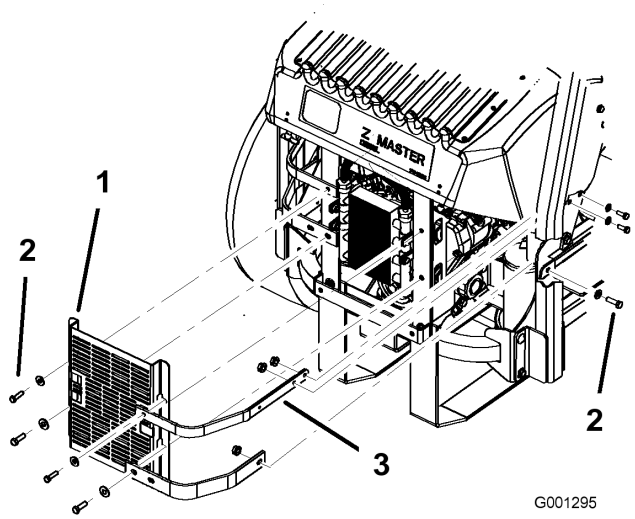

Figure 59
3. Enlevez les 4 boulons qui fixent l'écran du refroidisseur d'huile au bâti arrière (Figure 59).
4. Enlevez les 3 boulons qui fixent les barrettes du moteur au côté de la machine (Figure 59).
12. Montez l'écran du refroidisseur d'huile et les barrettes du moteur sur le bâti arrière au moyen des 4 boulons retirés précédemment (Figure 59).
13. Fixez les barrettes du moteur au côté de la machine (Figure 59).